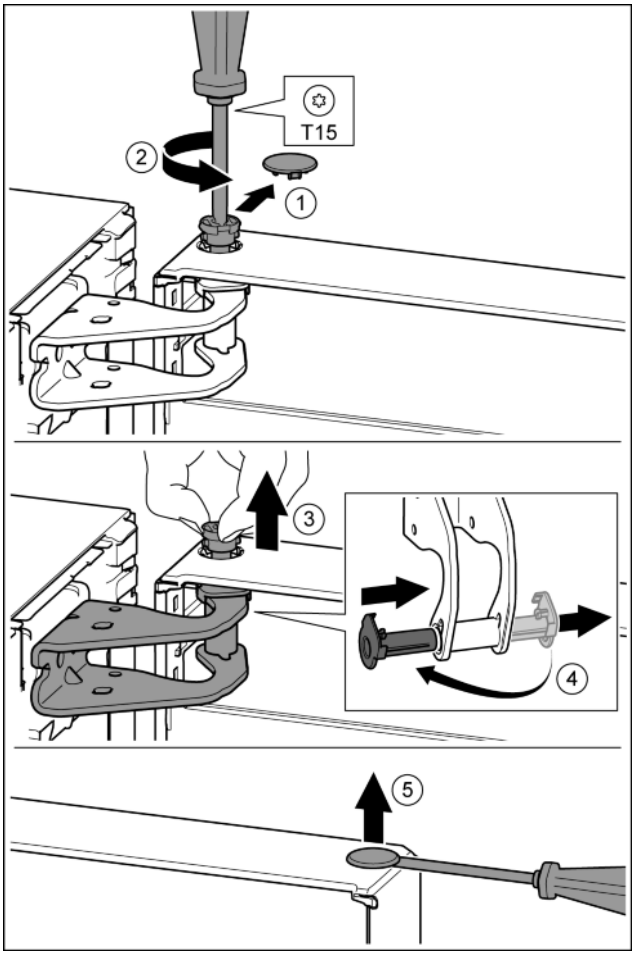

Fig. 12
▶ Enlever délicatement le cache de sécurité. *Fig. 12 (1)*
▶ Dévisser légèrement le boulon avec un tournevis T15. *Fig. 12 (2)*
▶ Tenir fermement la porte et sortir le boulon avec les doigts. *Fig. 12 (3)*
▶ Tirer la douille de palier en dehors du guide. La mettre de l'autre côté et l'enclencher. *Fig. 12 (4)*
▶ Soulever délicatement le bouchon en dehors de la douille de palier de porte avec un tournevis plat et le sortir. *Fig. 12 (5)*